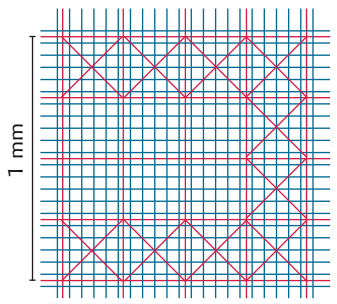

Figur 2. De afkrydsede felter tælles.
7. Cellekammeret er opdelt i 16 felter, som igen er inddelt i små kvadrater. De 16 felter er markeret med røde grænselinier på figur 2. Tæl cellerne i 10 af de 16 felter. De 10 felter er markeret med kryds på figur 2.